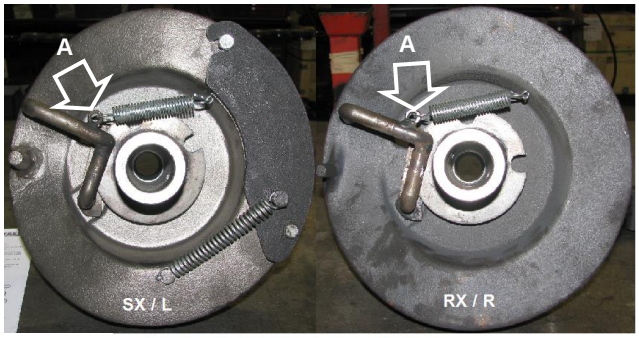
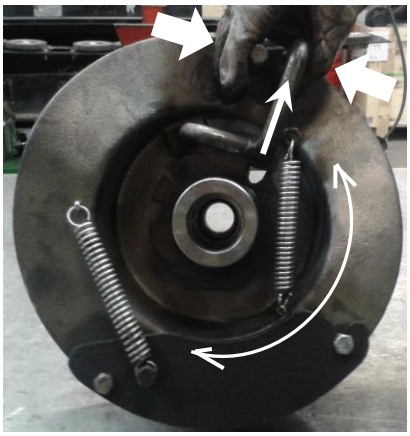

fig.18A VISTA DAL BASSO / BOTTOM VIEW
fig.18B
3. **Fig.18A/18B** - Controllare che i fermi sotto le camme siano negli incavi **A** (**fig.18A**) di ciascun piantone. Se fosse necessario impegnare diversi incavi basterà sganciare i fermi, uno alla volta (come mostrato in **fig.18B**), e poi ruotare le rispettive camme nella direzione del nuovo incavo. Rilasciare il fermo che automaticamente entrerà nell'incavo prescelto.
3. **Fig.18A/18B** - Verify that the stops under the cams are in the hollow **A** (**fig.18A**) of each column. If it were necessary to hock different hollow it will be enough to unhook the locks, one to the time (as shown in **fig.18B**), and then to rotate the respective cams in the direction of the new hollow. To release the lock that will automatically enter in the select hollow.